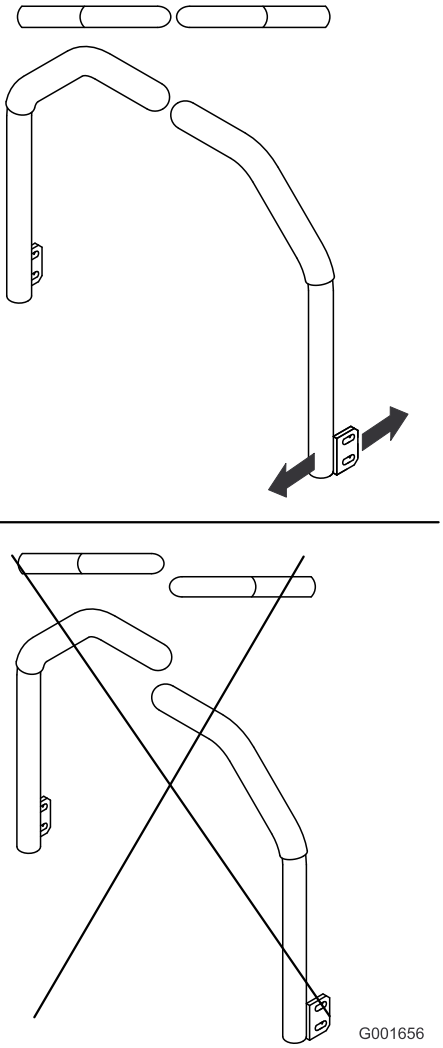

Figur 62
5. Juster kontrollspakene slik at de står på linje (Figur 62) og stram til boltene for å sikre spakene til stengene.